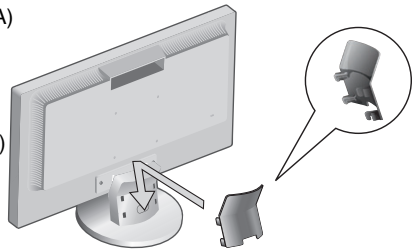

Rysunek C.1
4. Podłącz jeden koniec przewodu zasilającego do monitora, a drugi koniec do gniazdka sieciowego. Umieścić kabel sygnału wideo oraz kabel zasilający w uchwycie na przewody (**Rysunek C.1**).